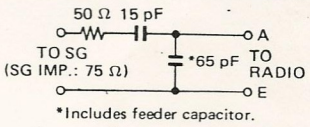

Fig. 1 Antenna Pad
- Antenna Pad: Refer to Fig. 1 and Fig. 3
- Connect the signal generator to the antenna receptacle through the antenna pad. (Fig. 1)